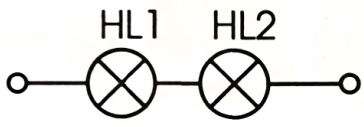

Рис. 5
3	Лампы HL1 и HL2 (рис. 5)
4	Лампа HL1 (рис. 5)
5	Лампа HL2 (рис. 5)
1. Соберите электрическую схему из двух последовательно соединенных ламп (рис. 5). Измерьте напряжение на каждой лампе и общее напряжение на них. Результаты измерений занесите в табл. 2.